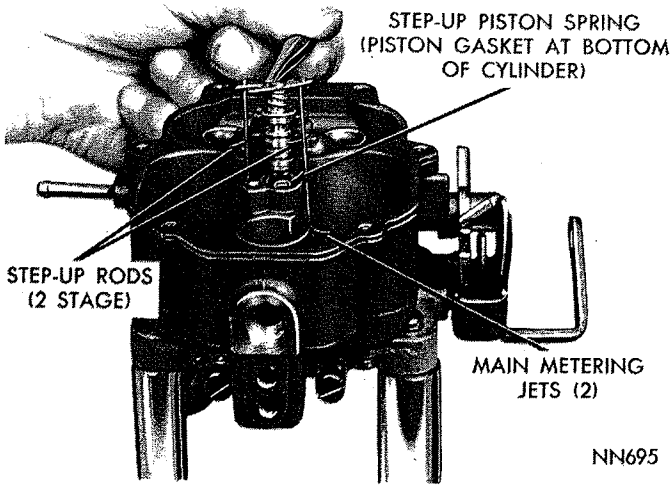

*Fig. 4—Removing or Installing Step-Up Piston*
(9) Remove fuel inlet needle valve, seat and gasket from main body.
(10) Lift out float fulcrum pin retainer, then lift out floats and fulcrum pin.
(11) Remove step-up piston retaining screw, and slide step-up piston and rods out of well, as shown in (Fig. 4). Now, lift out step-up piston spring. Remove step-up piston gasket from the bottom of the well.
(8) Slide step-up piston gasket down into position in piston well, then install the step-up piston spring and step-up piston and rods. Carefully guide step-up rods into the main metering jets. Refer to (Fig. 4). Install retaining screw and tighten securely.